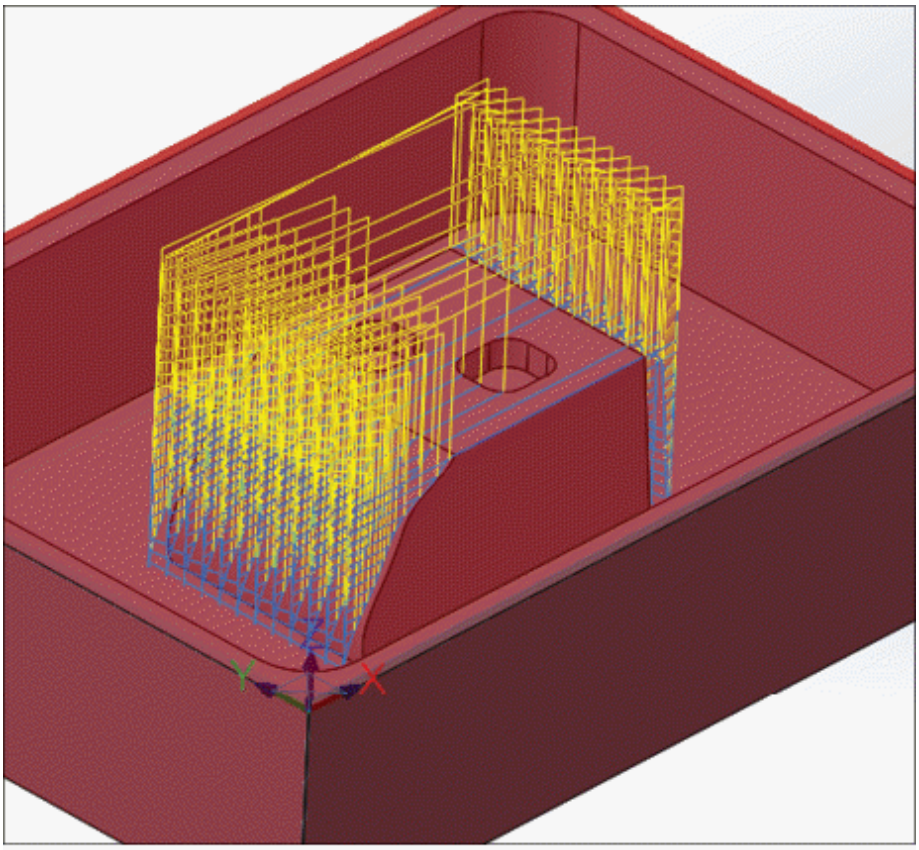

Figure-35. Surface parallel rough toolpath generated
- Click on the **OK** button from the dialog box. The toolpath will be generated; refer to Figure-35.